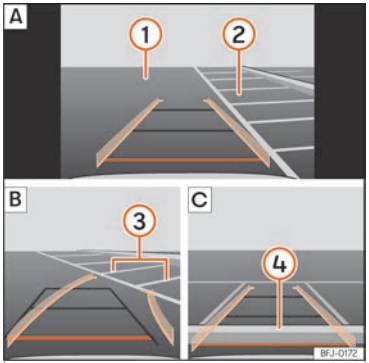

Fig. 147 Visualització a la pantalla del sistema d'Infotainment: aparcar amb l'assistent de marxa enrere.
Llegenda de la ››› fig. 147:
- Situeu el vehicle davant de l'espai d'aparcament ››› fig. 147 ② A.
- Retrocediu girant el volant de manera que les línies grogues s'introdueixin a l'espai d'aparcament. Les línies verdes i grogues han de coincidir amb les línies de delimitació laterals ③ B.
- Atureu el vehicle quan la línia vermella hagi arribat a la delimitació del darrere ④ C.